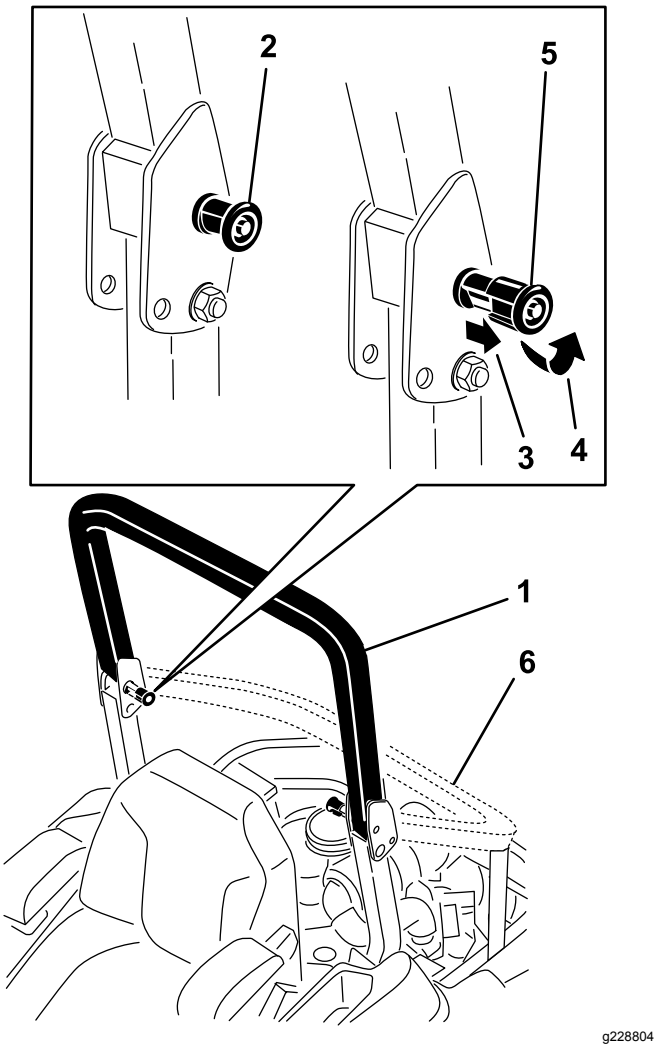
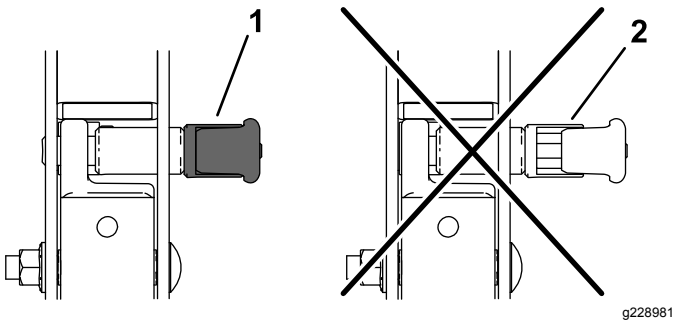

**Figuur 74**
**Figuur 75**
**Opmerking:** De bovenste lus van de rolbeugel moet mogelijk naar voren worden geduwd of naar achteren worden getrokken om ervoor te zorgen dat beide knoppen in de juiste stand klikken (Figuur 74 en Figuur 75).